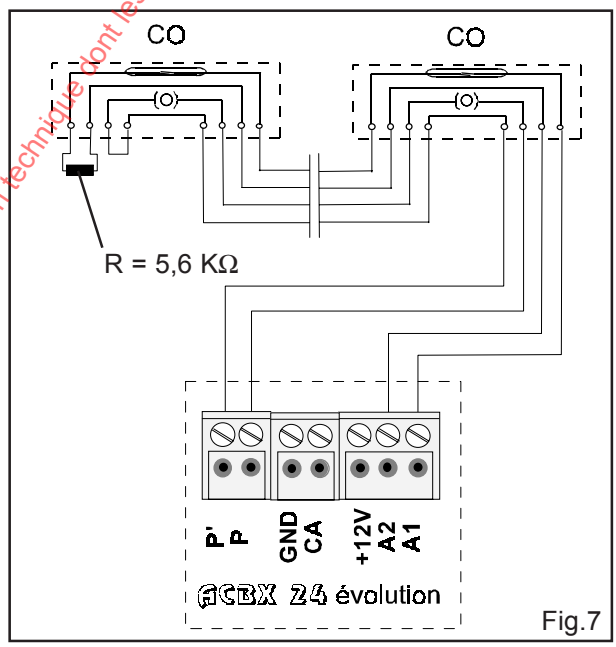

Fig.7
- Exemple de raccordement d'un contact d'ouverture CO (code 10130) fig.7.